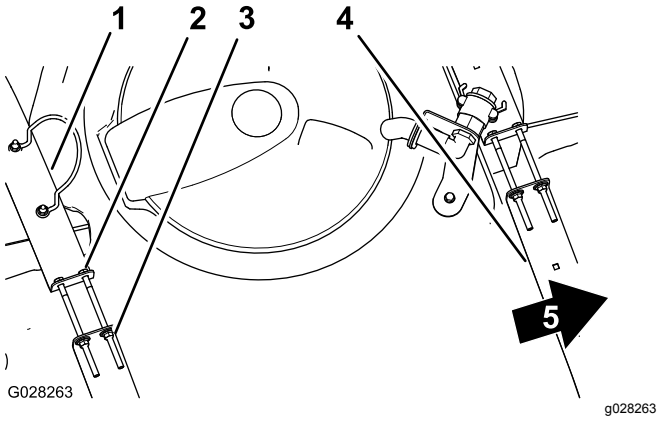

Figur 81
2. Kontroller, om der er bevægelse mellem tankremmene og tanken (Figur 81).
3. Hvis tankremmene sidder løst fast på tanken, skal flangelåsemøtrikkerne og boltene øverst på remmene strammes, indtil remmene flugter med tankens overflade (Figur 81).